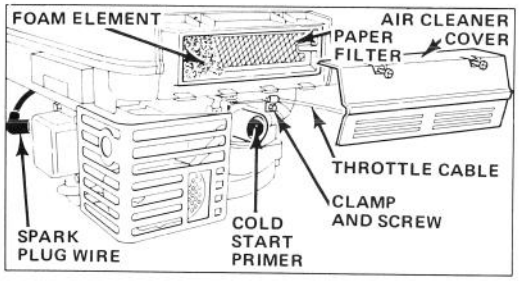

Figure 12
3. COLD START – Before starting engine when temperature is below 50° F (10° C), push cold start primer 5 times (Fig. 12), pausing 2 seconds between each push.
1. Stop engine and pull wire off spark plug (Fig. 12).
4. Loosen cable clamp screw until throttle cable slides (Fig. 12). Move carburetor control arm as far to the left as possible. Pull throttle cable slightly to remove any slack and tighten cable clamp screw to lock adjustment in place.